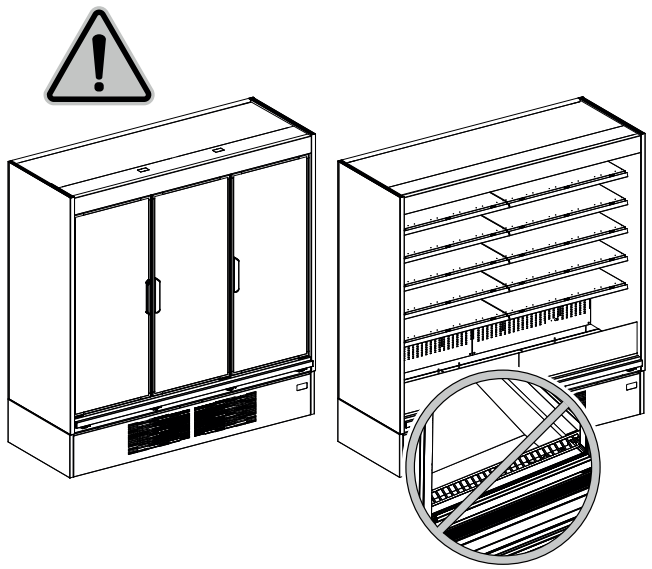

Fig. 16
- The goods do not obstruct the correct flow of refrigerated air ("Fig. 16")